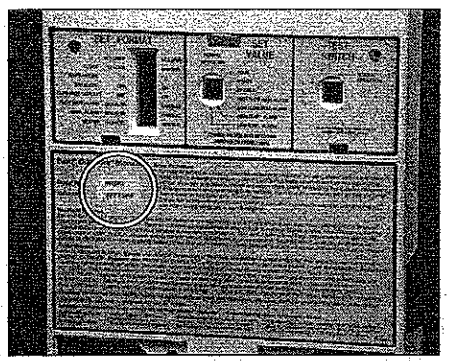

Figure 61
Note: These numbers must fit into the small window on the information label (see circled area in Figure 61).
3. Carefully place the information label on to the rear enclosure as illustrated in Figure 61.
4. Remove the adhesive backing from the rear control panel label. Carefully place the label onto the rear enclosure as illustrated is Figure 61.